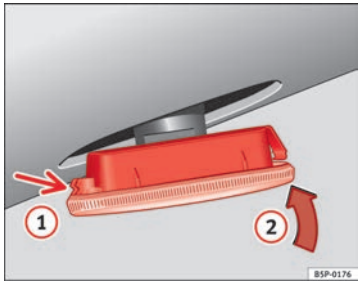

Fig. 189 Side turn signal
– First place the turn signal in the opening in the bodywork, fixing the tabs ⇒ Fig. 189, arrow (1).
– Insert the bulb as shown by the arrow (2) ⇒ Fig. 189. ■